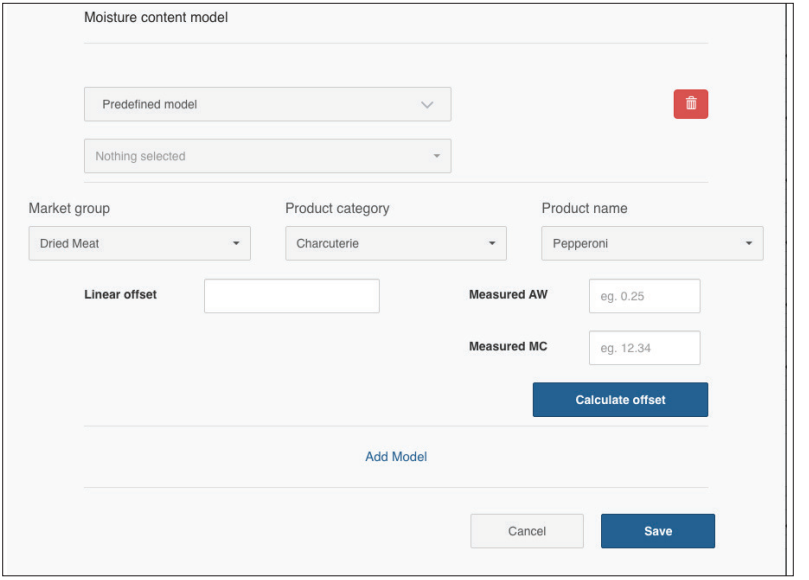

Figure 13 Add Model
7. Click on the Add Model link (Figure 13).